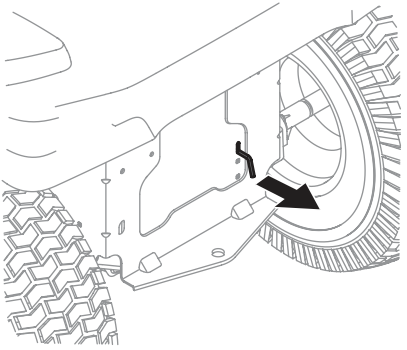

Fig. 1
1. Engagez la tige de dérivation de la transmission pour déplacer le tracteur sans démarrer le moteur. La tige de dérivation de la transmission est située à l'arrière du tracteur, sur le châssis. Tirez la tige de dérivation pour l'engager (Fig. 1).
2. Après avoir déplacé l'appareil, effectuez les étapes (a) et (b) dans l'ordre inverse pour désengager les deux tiges de dérivation (Fig. 1).